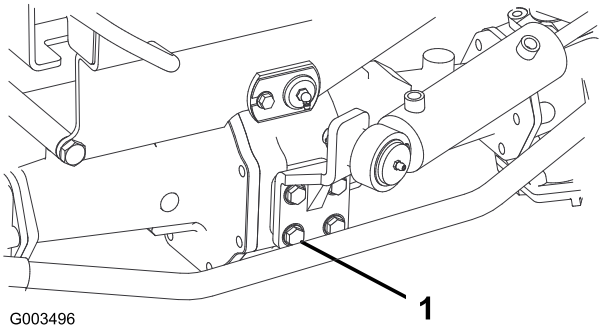

Figuur 55
2. Controleer de torsie van de bevestigingsbouten van de stuurcilinder (Figuur 55). Draai deze vast met een torsie van 65-81 Nm.